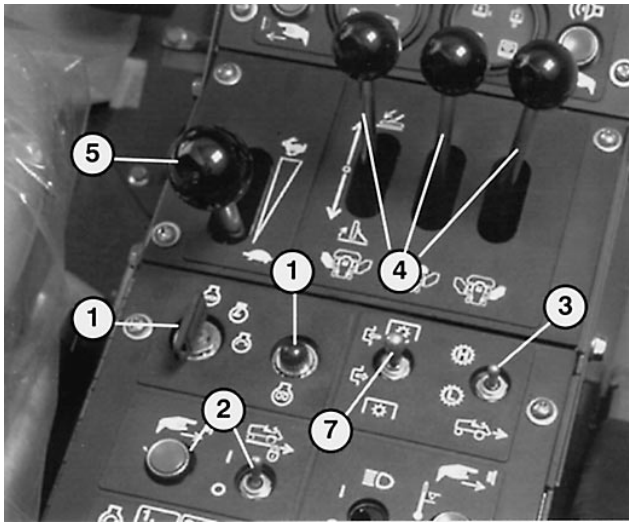

Afbeelding 21
3. Draai de contactschakelaar op START (Afb. 21). Laat het contactsleuteltje onmiddellijk los als de motor start en laat het sleuteltje terugkeren naar LOOPT.